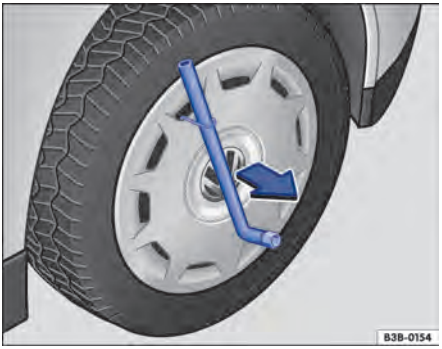

Fig. 171 Retirar a calota integral.
– Passar a chave de roda pelo gancho extrator → Fig. 171 e puxar a calota para fora no sentido da seta.